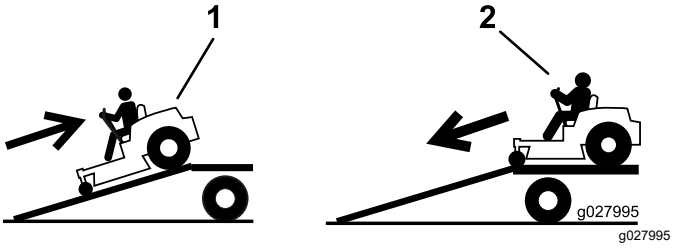

Figura 26
4. Suba la máquina por la rampa en marcha atrás (Figura 26).
2. Baje la máquina por la rampa conduciendo hacia adelante (Figura 26).